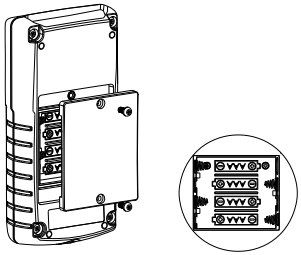

Figure 1: Battery compartment
4. Use a screw driver to remove the two screws and battery cover to expose the battery compartment. (Figure 1.)